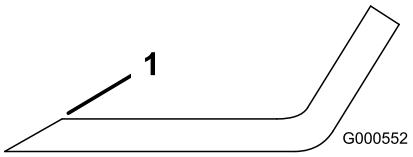
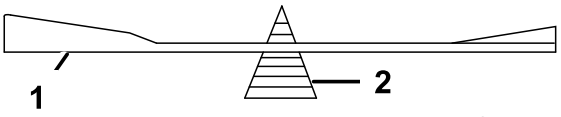

**Figur 57**
**Figur 58**
1. Bruk en fil til å slipe eggen i begge ender av kniven (Figur 57). Opprettholden den originale vinkelen. Kniven opprettholder balansen hvis like mye materiale fjernes fra begge kniveggene.
2. Sjekk knivens balanse ved å legge den på en balanseringsinnretning (Figur 58). Hvis kniven holder seg i horisontal stilling, har riktig balanse og kan brukes. Hvis kniven ikke er i balanse, files litt av metallet på enden av vingeområdet bort (Figur 57). Fortsett med dette helt til kniven er balansert.